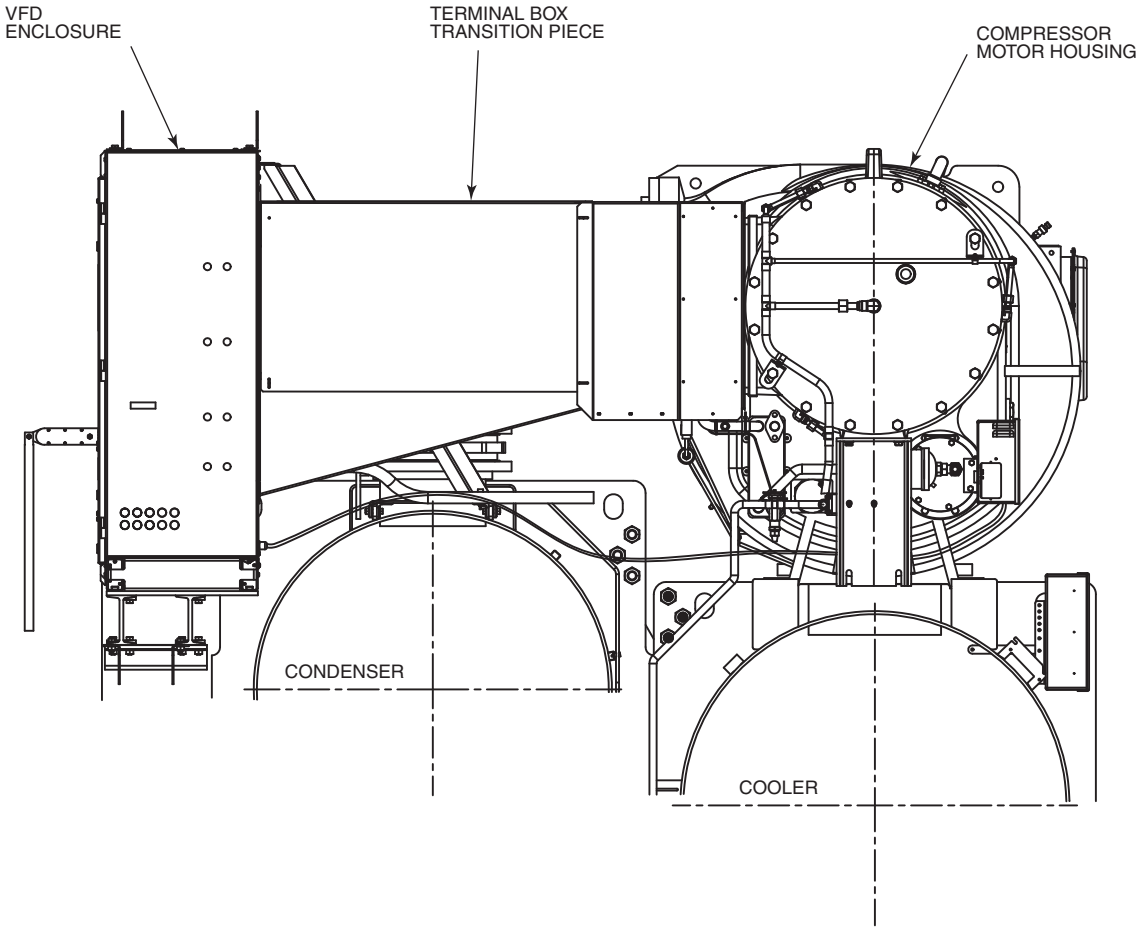

Fig. 15 — 900A or 1200A LF2 VFD or Standard Tier VFD (765, 855, 960, 1070, 1275, 1530A) Motor Terminal Box Transition Piece — Typical
3. Remove the terminal box transition piece. See Fig. 15.
7. Complete assembly of the motor terminal box transition piece after all power and ground leads are installed. The motor terminal box transition piece must be adjusted to completely cover the opening on the back of the VFD enclosure. See Fig. 15.